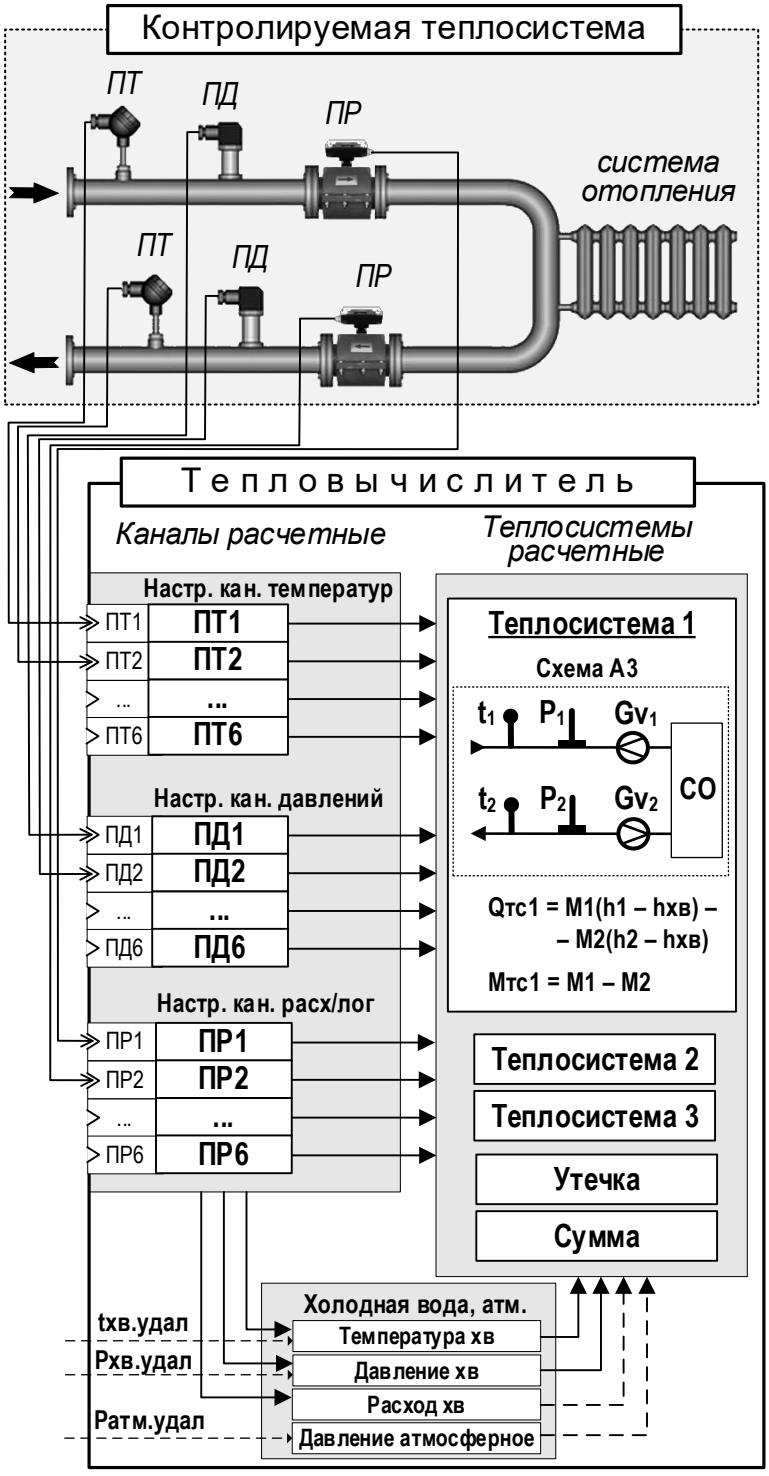

Рис.6. Схема построения системы учета тепла на базе ТВ.
1.7.1.1. Система измерений и расчетов ТВ (рис.6), настраивается в соответствии с общей схемой *контролируемой теплосистемы* (СО, ГВС, ХВС), т.е. в соответствии с распределением по ее трубопроводам преобразователей температуры (ПТ), давления (ПД) и расхода (ПР).